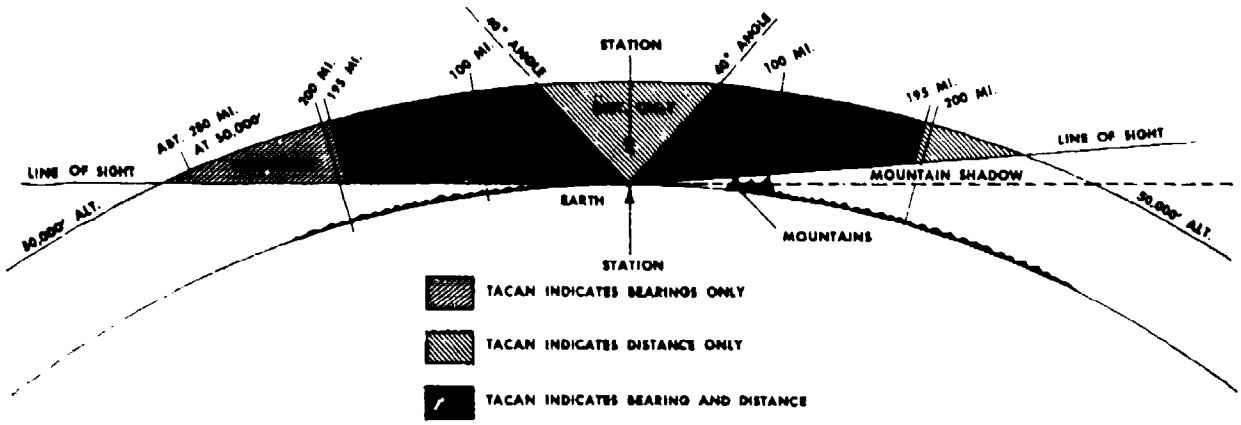

Figure 7-23. Limits of Tacan reception
Figure 7-23 shows the limitation of Tacan coverage. The designed altitude limit is 50,000 feet. The maximum range at which both bearing and distance may be determined is (1) line of sight, or (2) within 196 nautical miles of the station but not at a vertical altitude from the station in excess of 40°, *whichever is least*. When you are so high over the station that you are above a 40° vertical altitude from the station, you receive distance, but the bearing data is inaccurate. For example, at 12,000 feet altitude and directly over the station, the bearing needle will rotate aimlessly and the distance will read 2 miles, for that is your direct line distance from the station (12,000 feet). At more than 196 miles from the